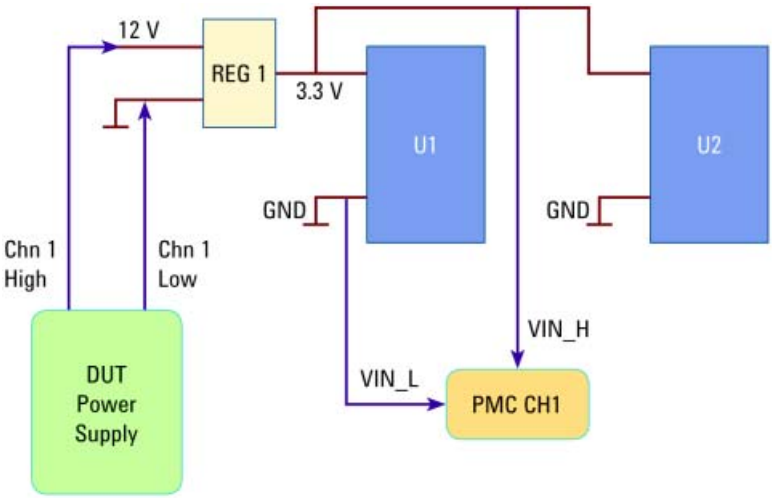

图 3. 探测电压故障的 PMC 连接
1. 参看图 3。把“3.3V”节点接到 PMC 通道 1 的“Vin_H”。Mint 引脚 _personality 引脚位置为 213173。